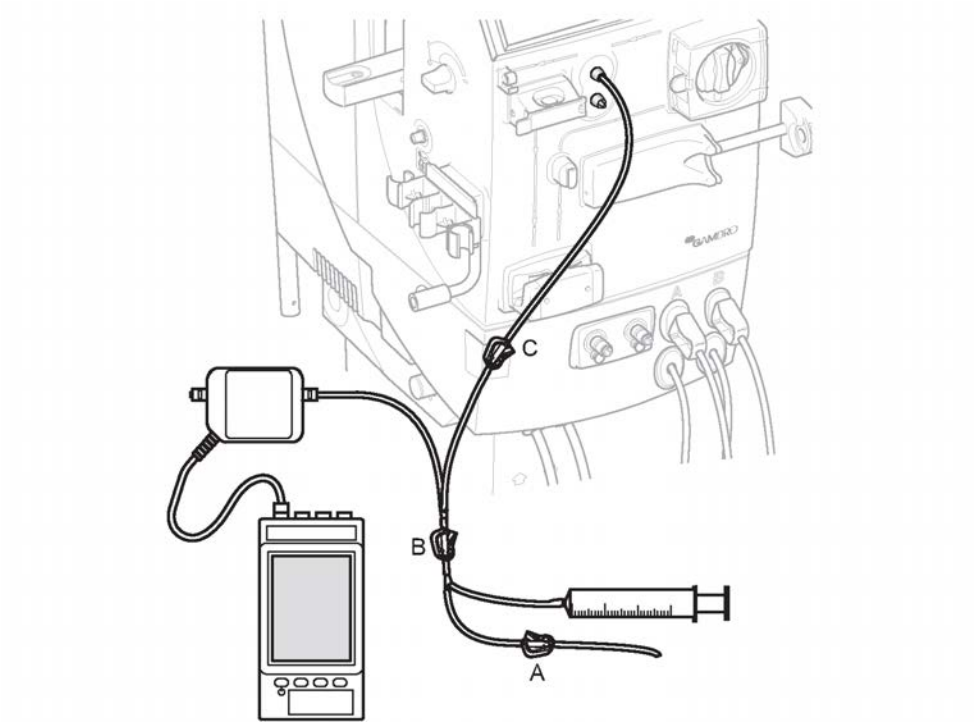

Figure 7-5. Connect reference instrument.
1) Connect the Gambro reference instrument (together with a calibration tube set) to the venous pressure transducer (blue) on the front of the AK 98 dialysis machine, according to Figure 7-5 "Connect reference instrument." on page 159.